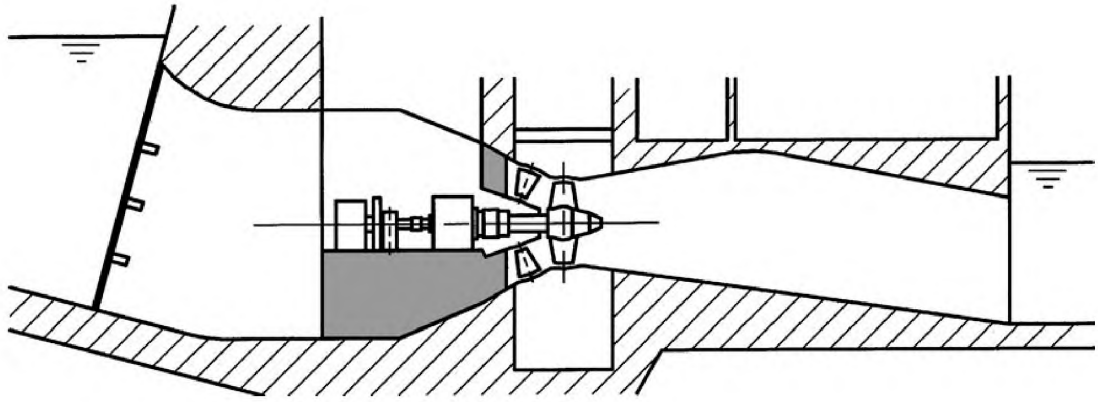
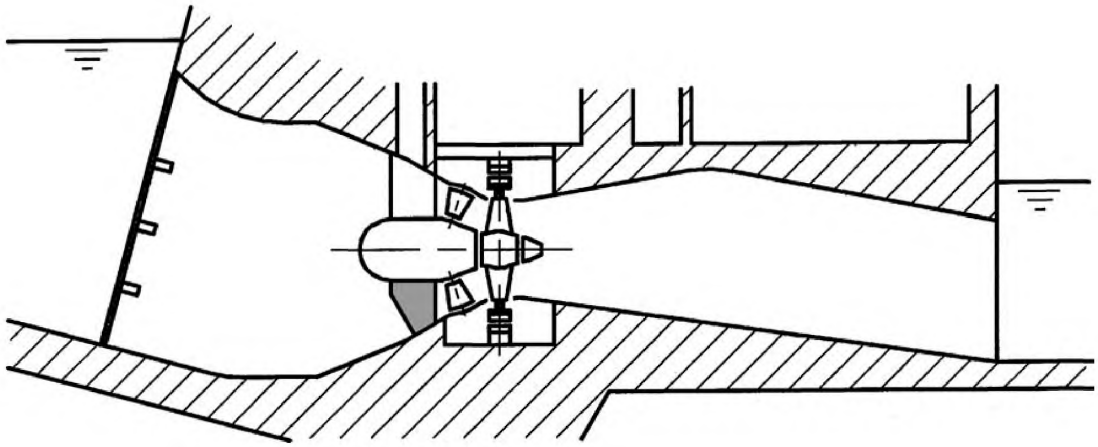

Рисунок 4 — Вал
Рисунок 5 — Ободный генератор
4.4.1.3.2 Прямоточная турбина (горизонтальная)	Осевая турбина с осевым или диагональным притоком воды к лопаткам, обычно с горизонтальным или наклоненным валом. Агрегат может быть нерегулируемым, с одинарным или двойным регулированием расхода воды. Прямоточные турбины могут иметь капсулу (капсульные агрегаты на рисунках 3 и 3а), вал (рисунок 4), генератор (рисунок 5) или агрегаты S-образного типа (рисунки 6 и 7).